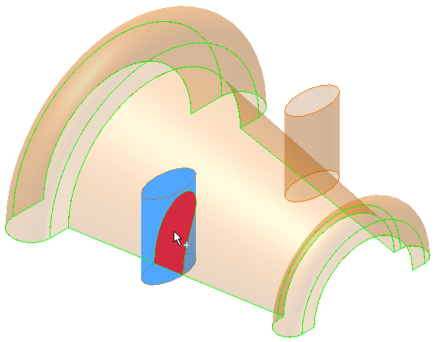

***Figure 18-56*** *Trimming the base surface*
2. Select the portion common between the base surface and the extruded surface as the portion to be trimmed, as shown in Figure 18-56. Choose **OK** from the dialog box.